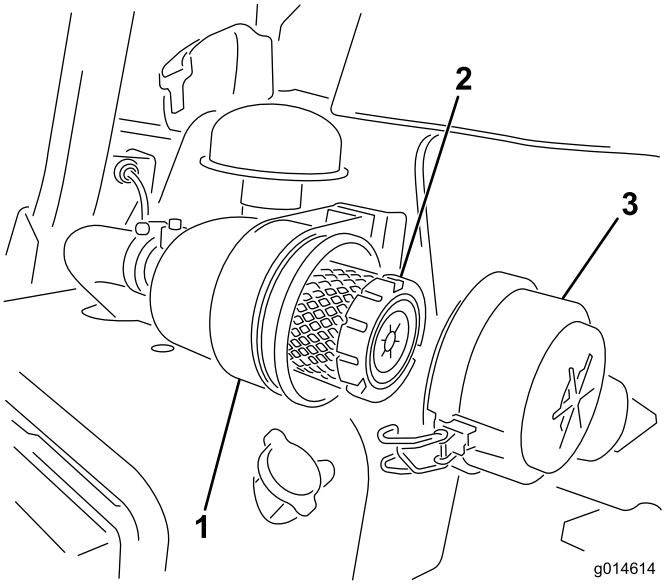

**Figur 44**
1. Lossa spärrhakarna som fäster luftrenarkåpan på luftrenarhuset (Figur 44).
6. Fäst spärrarna (Figur 44).